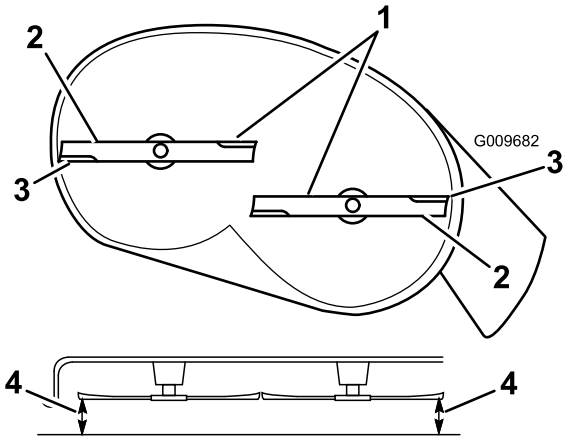
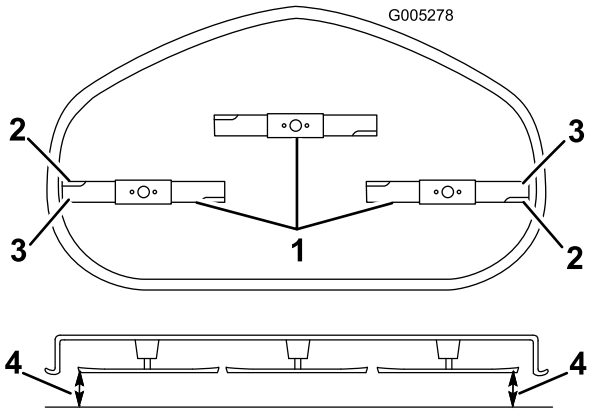

Figur 59
Figur 60
4. Rotera försiktigt knivarna så att alla är parallella (Figur 59 och Figur 60).
5. Mät mellan de yttre knivseggarna och den plana ytan (Figur 59 och Figur 60). Om inte båda mätningarna är inom 5 mm krävs en justering. Fortsätt med denna procedur.